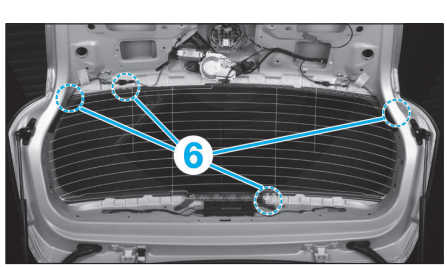

FIG. 14
Lors de la découpe, il est impératif de faire attention aux câbles (5) passant dans la zone (6) sous peine de les couper (Fig.14).